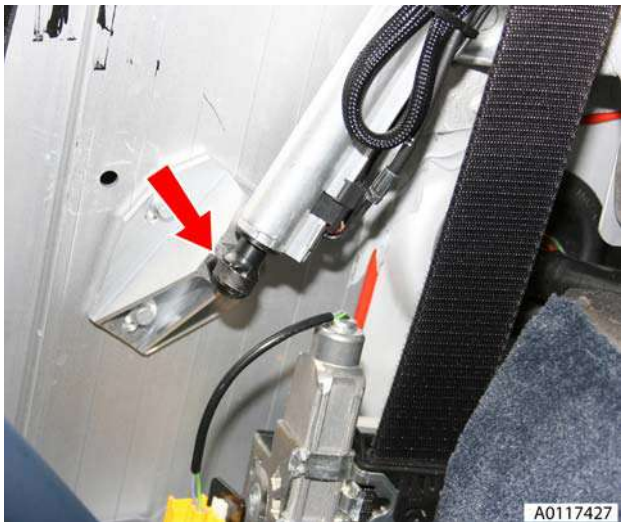

Figure 1
2. Release cylinder lower retaining clip and disconnect cylinder from B-post (see Figure 1).